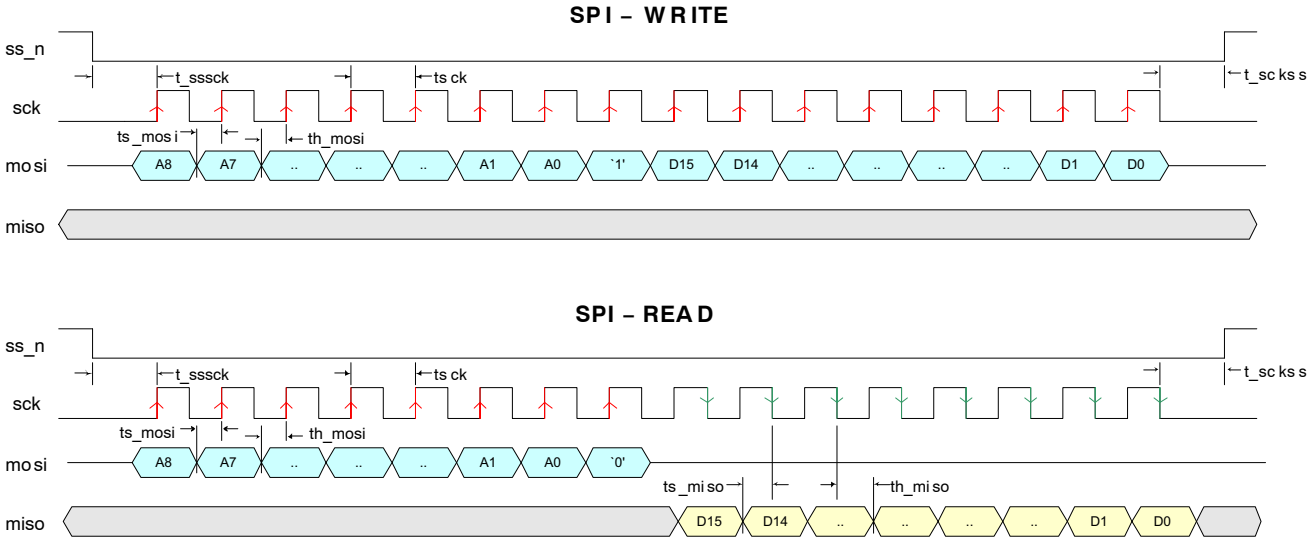

Figure 16. SPI Read and Write Timing Diagram
Figure 16 shows the communication protocol for read and write accesses of the SPI registers. The VITA 2000 sensor uses 9−bit addresses and 16−bit data words.
Data driven by the system is colored blue in Figure 16, while data driven by the sensor is colored yellow. The data in grey indicates high−Z periods on the miso interface. Red markers indicate sampling points for the sensor (mosi sampling); green markers indicate sampling points for the system (miso sampling during read operations).
2. One SPI clock cycle after selecting the sensor, the 9−bit data is transferred, most significant bit first. The sck clock is passed through to the sensor as indicated in Figure 16. The sensor samples this data on a rising edge of the sck clock (mosi needs to be driven by the system on the falling edge of the sck clock).